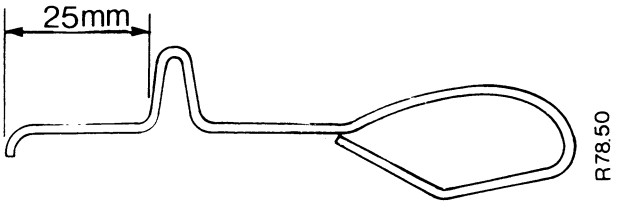

Figure H16
2. Put the special rod shown in Figure H16 in through the test hole C shown in Figure H17.